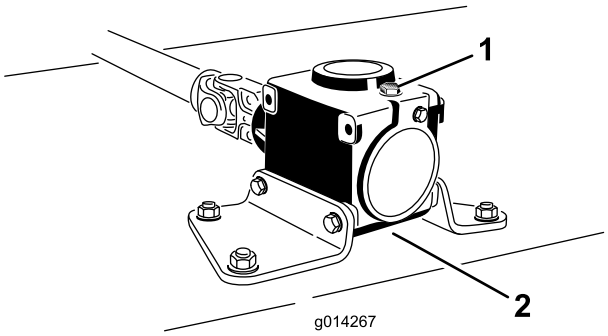

Figur 42
6. Ta ut oljestickan/påfyllningspluggen från övre delen av växellådan (Figur 42) och kontrollera att oljenivån ligger mellan markeringarna på oljestickan.
6. Ta ut oljestickan/påfyllningspluggen från övre delen av växellådan (Figur 42).